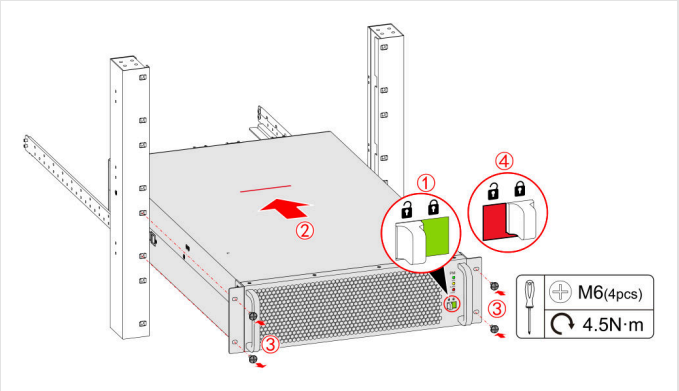

FIGURE 7-4 Fit: push in, screws (M6 × 4, 40 lb-in / 4.5 N·m), ready switch locked
4. Set the ready switch to **locked** (red) (Figure 7-4).